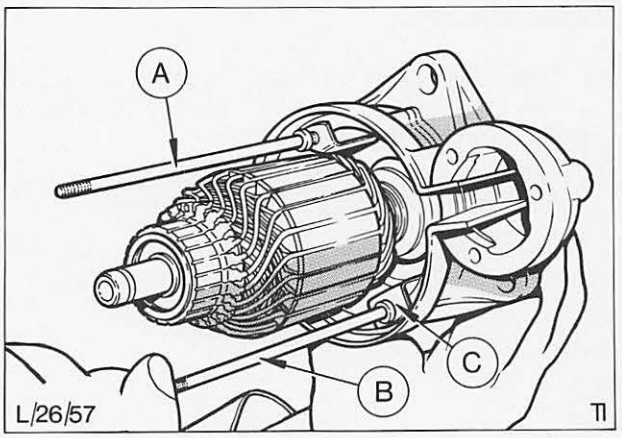
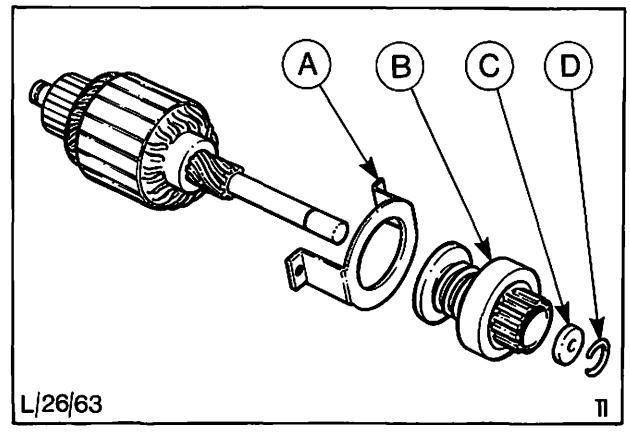

Abb. 61 A/B = Gewindestifte
Abb. 67 A = Freilaufanschlag
9. Bei Anlassern mit Gewindestiften, Abb. 61, Stifte entfernen, damit der Freilaufanschlag – Ritzelantrieb frei wird.
Die Abbildung 67 zeigt die Ausführung mit getrenntem Freilaufanschlag, der, wie in Abb. 61 gezeigt, mit den Gewindestiften gehalten wird.